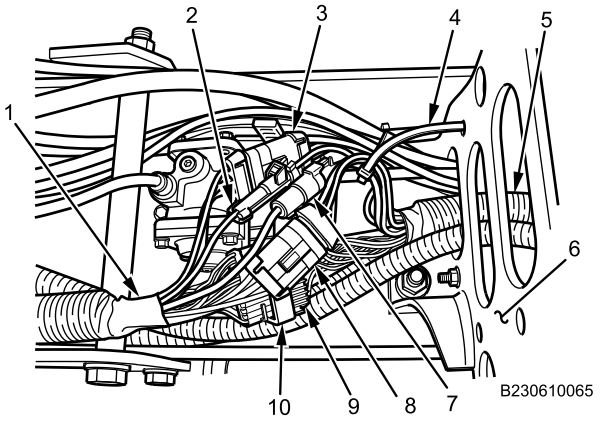

Figure 10. Front of Rear Chassis Harness, Inboard View.
1. From directly behind air dryer bracket (Figure 10, Item 6), feed rear chassis harness (Figure 10, Item 1) between crossmember and left frame rail, toward rear of vehicle.
2. Connect 24-pin connector (Figure 10, Item 9) and press locking tab (Figure 10, Item 10) in.
3. Connect four connectors (Figure 10, Item 2, 3, 7, and 8) between rear chassis harness (Figure 10, Item 1) and center chassis harness (Figure 10, Item 5), next to air dryer bracket (Figure 10, Item 6).
4. Secure center chassis harness (Figure 10, Item 5) to air dryer bracket (Figure 10, Item 6) with new cable lock strap (Figure 10, Item 4).